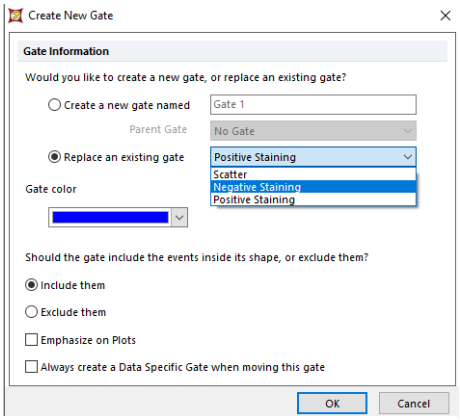

*Figure 6 - Replacing Negative and Positive Staining gates.*
10.) Repeat step 6 to view, replace, and adjust the "**Negative Staining**" and "**Positive Staining**" gates that are set up by default in the layout using the top plot from the middle column in the layout (*Figure 2 - Plot 2 and Figure 6*). Do not use the right column of plots which is reserved for 84th percentile calculations.